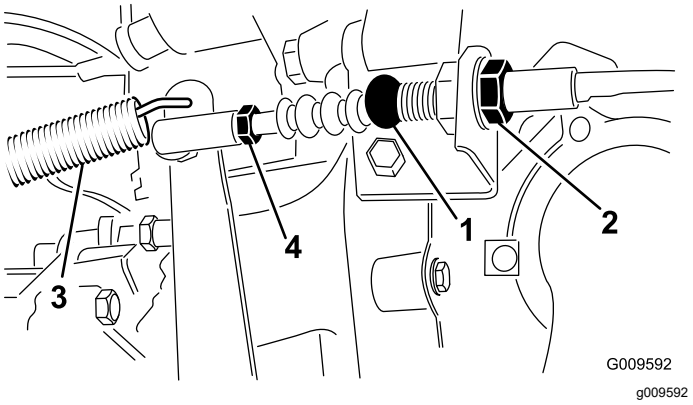

**Figur 68**
1. Lossa kontramuttrarna som håller kopplingsvajern vid fästet på balanshjulkåpan (Figur 68).